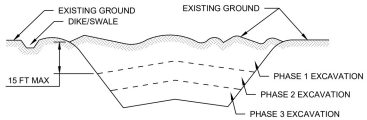

Figure B.1: INCREMENTAL STABILIZATION CUT
2. CONSTRUCTION SEQUENCE EXAMPLE (REFER TO SECTION B-4-1, FIGURE B.1):
4. CONSTRUCTION SEQUENCE EXAMPLE (REFER TO SECTION B-4-1, FIGURE B.1):